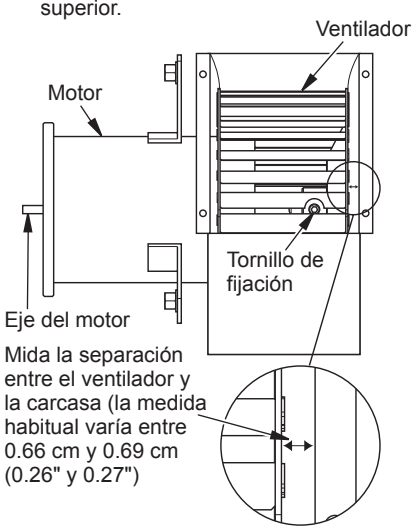

Figura 19 - Vista lateral del ventilador
5. Gire el ventilador hasta ver el tornillo de fijación (consulte la figura 19). Mida la separación entre el ventilador y la carcasa. Tome nota de este valor.